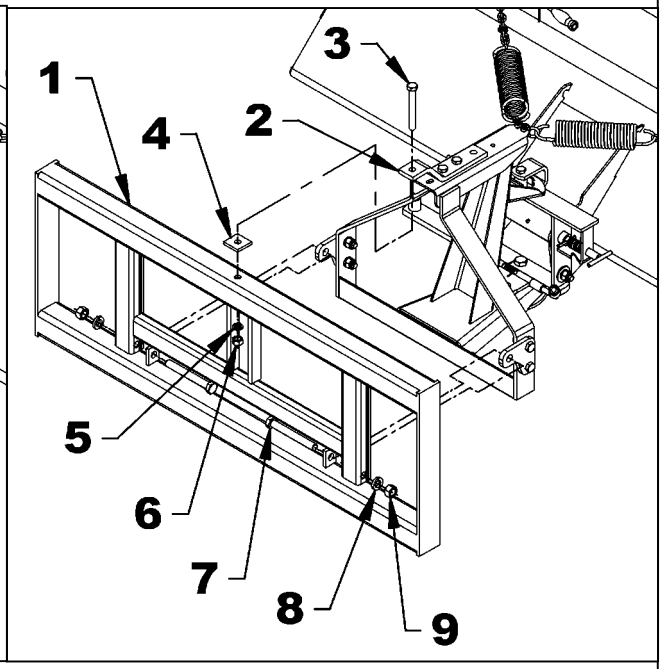

Figure 8B
3. **Figure 8B ou 10B:** Fixer la section inférieure de l'arrière du balai (item 2) à l'attache (item 1) à l'aide des 2 boulons hex. 3/4"NC x 6" lg. (item 7), rondelles de blocage 3/4" (item 8) et écrous hex. 3/4"NC (item 9).
4. **Figure 8B ou 10B:** Fixer la section supérieure de l'arrière du balai (item 2) à l'attache (item 1) à l'aide du boulon hex. 5/8"NC x 5" lg. (item 3), de l'espaceur 2" x 2" x 5/16" (item 4), de la rondelle de blocage 5/8" (item 5) et de l'écrou hex. 5/8"NC (item 6).